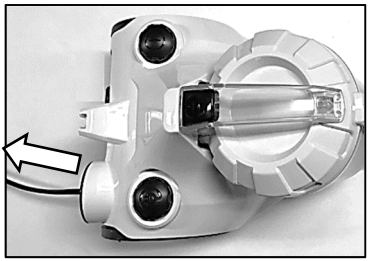

Fig 5
5. **Estrarre il cavo di alimentazione: è possibile estrarre il cavo di alimentazione dalla macchina e fermarlo quando si vede il segno giallo. Assicurarsi che il segno rosso non sia fuori (Fig 5).**